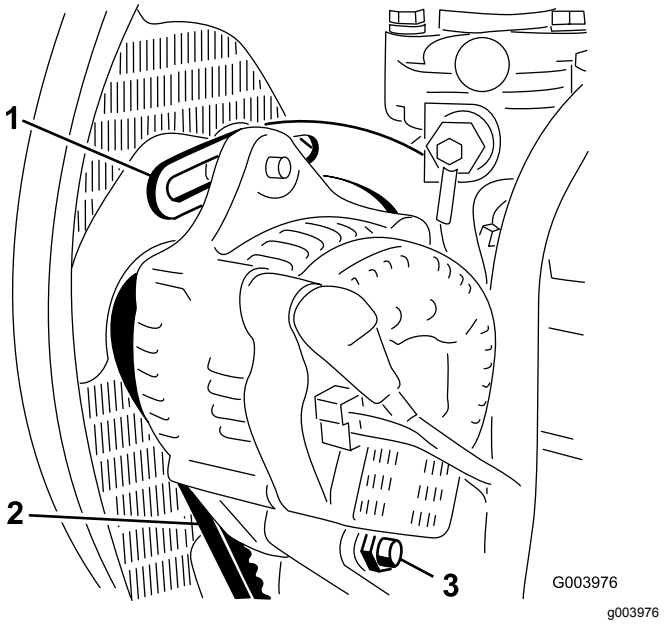

Figur 63
2. Kontrollera generatorremmens spänning genom att trycka ned remmen (Figur 63) mittemellan generatorn och vevaxelskivorna med en kraft på 10 kg.
3. Lossa den bult som håller fast staget på motorn (Figur 63), den bult som håller fast generatorn på staget samt axelbulten.